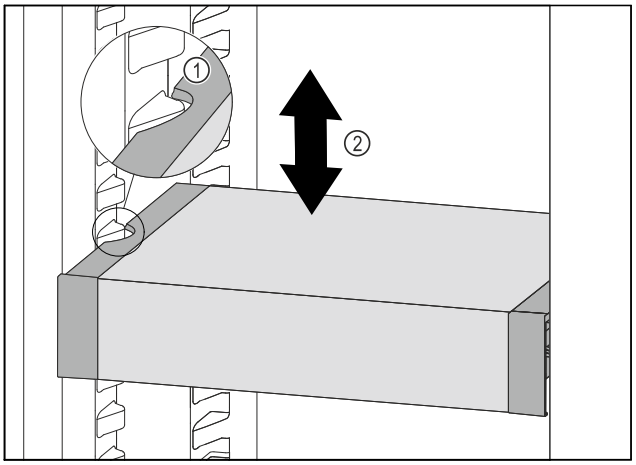

Fig. 160
▶ Predal VarioSafe povlecite v smeri naprej, dokler nista stranska izreza predala VarioSafe na višini nastavka za posodo v hladilniku. *Fig. 160 (1)*
▶ Predal VarioSafe premikajte v hladilniku gor ali dol, dokler ne dosežete želeno višino. *Fig. 160 (2)*